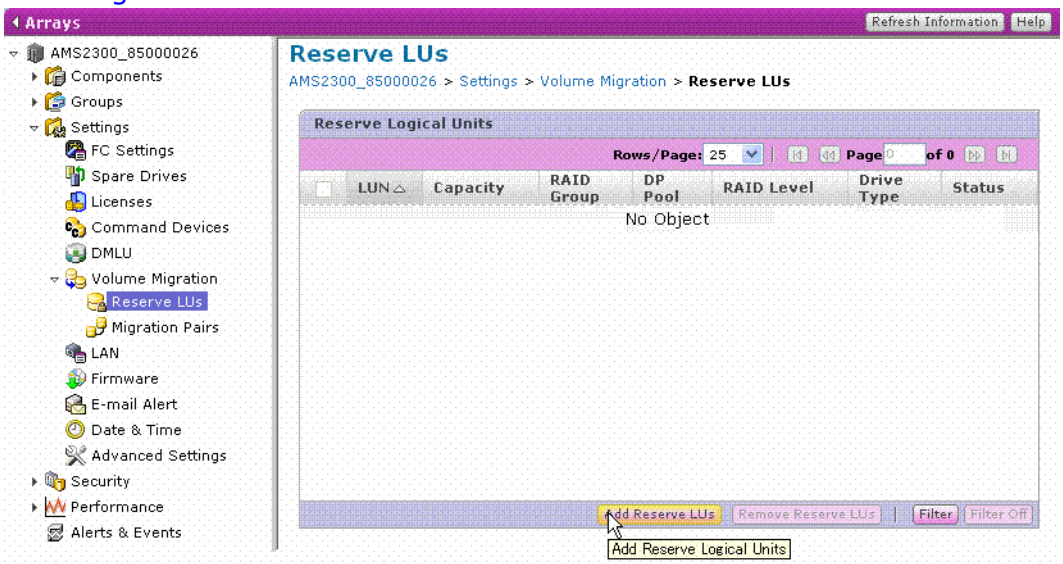

Figure 11-11: Reserve LUs dialog box
4. Select the **Reserve LUs** icon in the Volume Migration tree view as shown in Figure 11-11.